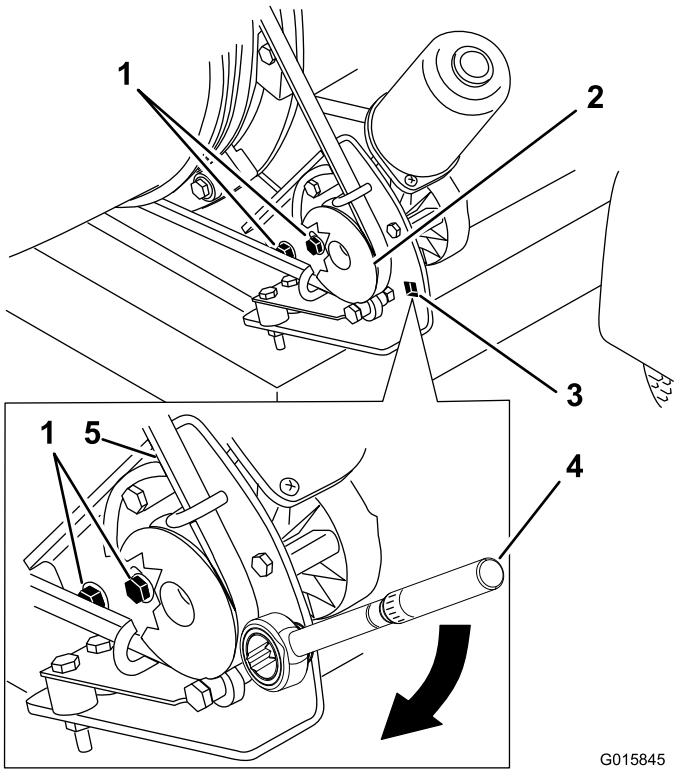

Figur 28
1. Løsn de bolte, der fastgør remskivens monteringsbeslag til blæsemaskinens stel (Figur 28).
2. Placer en momentnøgle i remskivens monteringsbeslag (Figur 28).
3. Drej remskivens monteringsbeslag væk fra dysen, indtil momentnøglen viser 22,6 til 26,0 Nm (Figur 28).